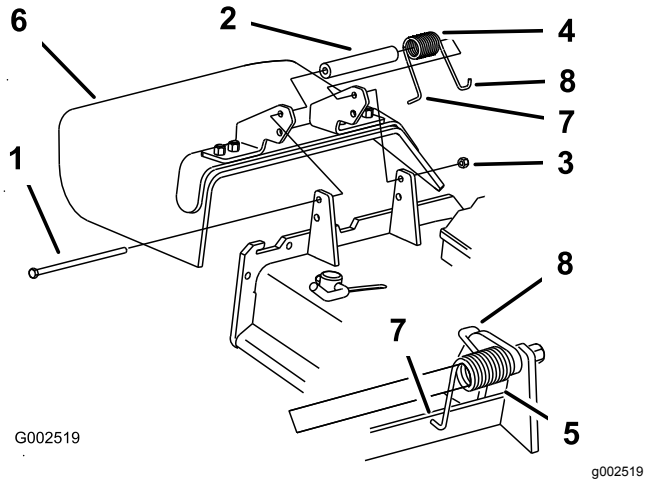

Figur 115
1. Fjern låsemutteren, bolten, fjæren og avstandsstykket som holder avlederen festet til svingboltbrakettene (Figur 115).
Merk: Påse at **L**-enden av fjæren er montert bak enhetskanten før du monterer bolten som vist i Figur 115
5. Plasser **J**-krokenden av fjæren rundt gressavlederen (Figur 115).